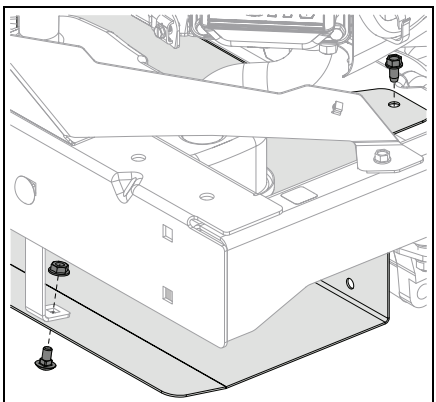

Figure 36
3. Remove hardware retaining muffler guard and remove guard. See Figure 36.
5. Reinstall muffler guard and secure with original hardware. See Figure 36.